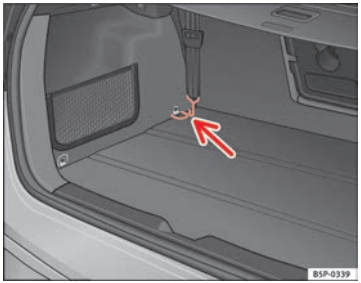

Fig. 128 Fastening rings for the separation net ▶
– Hook the belts into the front fastening rings to tense the net ⇒ Fig. 128. ■